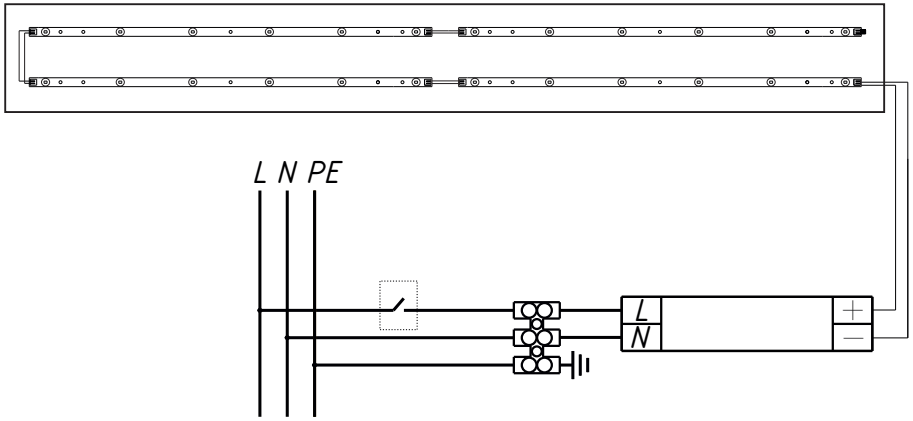
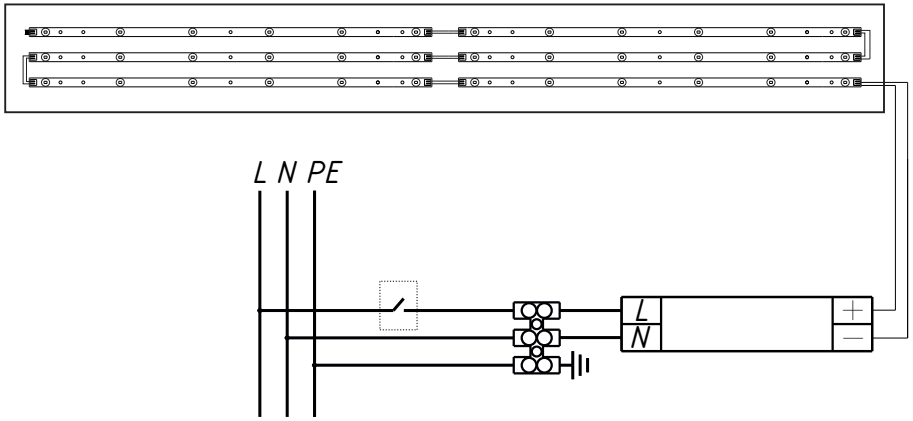

Рисунок 1 - Схема подключения светильников мощностью 24 Вт
Рисунок 2 - Схема подключения светильника мощностью 36 Вт
-При помощи соединительных клемм подключите к драйверу сетевые провода согласно схеме подключения (рисунок 1, рисунок 2).